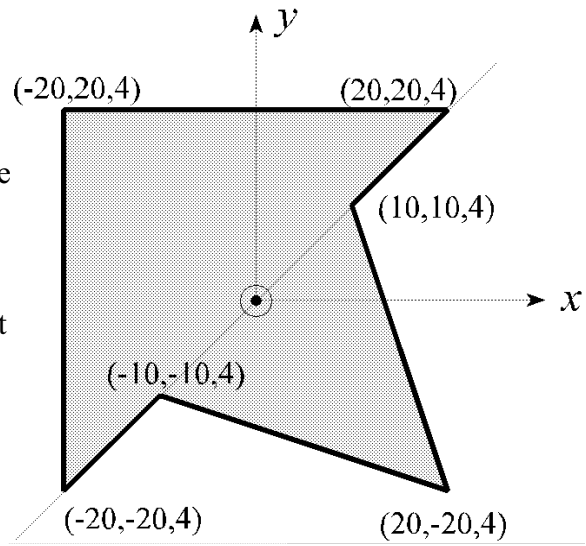

Figure 18 A boundary which is not "starlike."
- WinSound will try to sort the vertices so that a line from the centroid to a vertex will never cross a boundary line. Such a boundary is said to be "starlike." If your boundary is such that one of the boundary lines lies in one such line, WinSound will issue the error message, "The boundary is not starlike." An example of such a boundary is shown in Figure 18. The centroid is at the point (0,0,4). The diagonal, dotted line shows how a line connecting the centroid and a vertex can contain one of the boundary lines. One solution would be to split this into two triangular boundaries along this line.